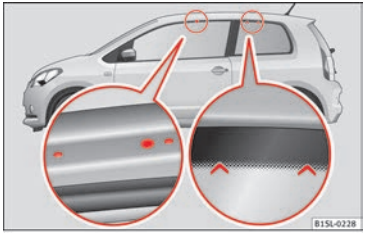

Fig. 141 Attachment points for the basic supports and the roof carrier system in two-door vehicles.
Two-door vehicles: the holes and marks indicating the fitting points for base front supports are in the lower half of the roof struts ››› **Fig. 141** (enlarged left image). The holes and marks are only seen with the door open. The fitting marks for base rear supports are in the upper half of the windows ››› **Fig. 141** (enlarged right image).
- **The base support should only be fitted to the points indicated in the diagram ››› Fig. 141.**